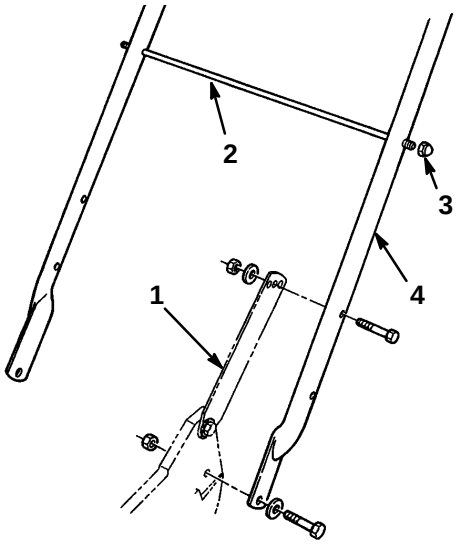

Figure 2
1. Mount handle to outside of mower housing, using bottom hole, with (2) 5/16–18 x 1–1/4" lg. capscrews, washers, and thin nylon insert locknuts (Fig. 2).
2. Secure handle latches to handle with (2) 5/16–18 x 1–1/2" lg. capscrews, washers and nylon insert locknuts (Fig. 2).
3. Slide bag support rod thru **top** mounting holes in handle and secure each end with a cap locknut (Fig. 2).